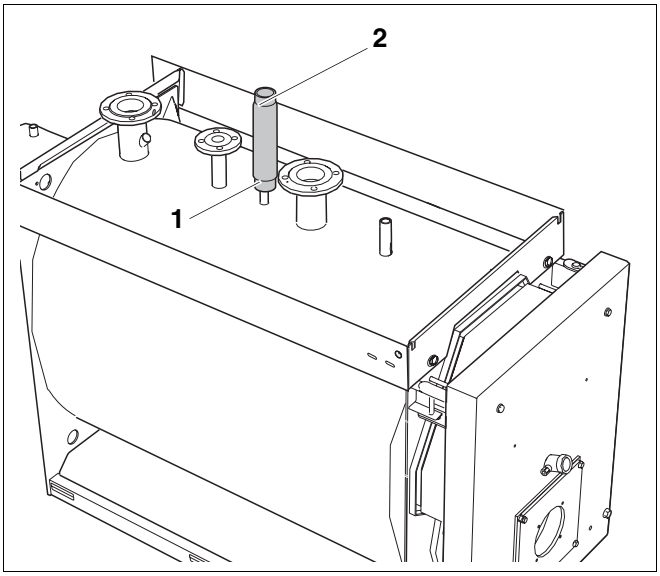

Rys. 16 Montaż zabezpieczenia przed brakiem wody
- Osadzić szczelnie rurę do podłączenia zabezpieczenia przed brakiem wody (rys. 16, **poz. 2**) w złączce 2" znajdującej się na kotle grzewczym (rys. 16, **poz. 1**).
- Zamontować zabezpieczenie przed brakiem wody (akcesoria) w rurze (rys. 16, **poz. 2**).